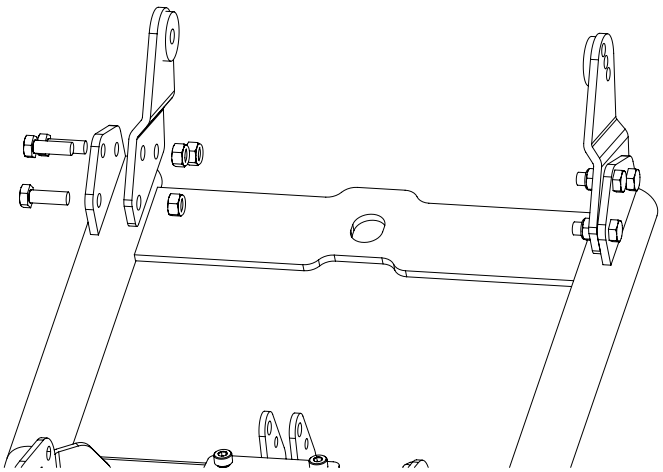

Figure 9
12. Installez les brides (A3, A4) sur le tube poussoir dans le sens indiqué dans la figure 9. Ne serrez pas pour le moment.